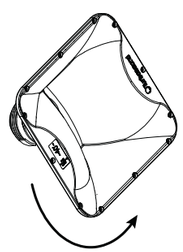

Fig. 5
6. ホーンを回転させて、目的のカバレッジパターンを実現します（図 5）。